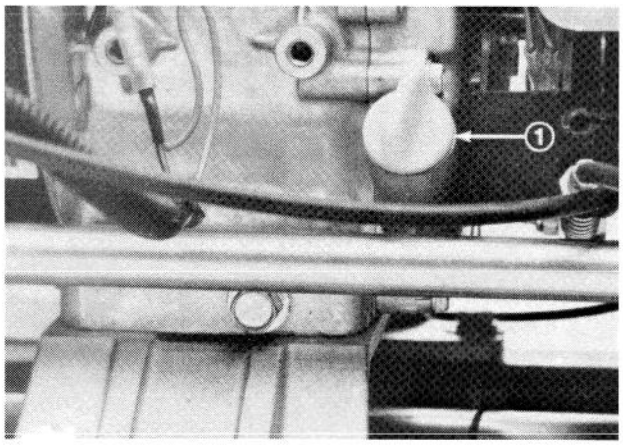

Fig. 1
1. Placer la machine sur une surface horizontale et nettoyer la surface autour de la jauge d'huile (Fig. 1).